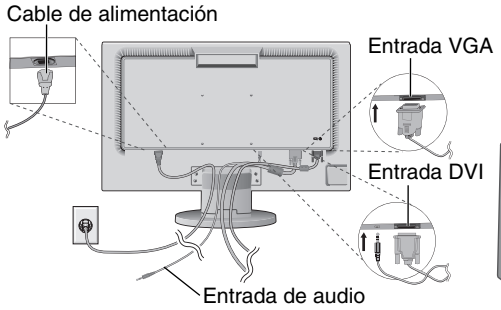
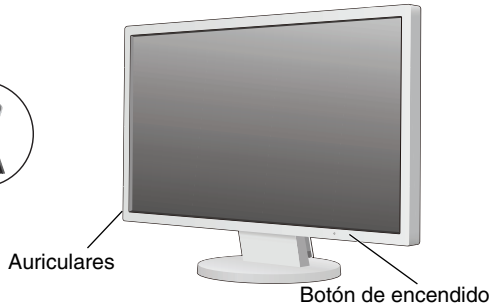

Figura B.1
Figura D.1
3. Conecte el mini D-SUB de 15 clavijas del cable de señal de vídeo y el cable de audio al conector adecuado en la parte posterior del monitor (**figura B.1**). Conecte los auriculares (no incluidos) al conector apropiado de la parte izquierda del monitor (**figura D.1**).
5. Encienda el monitor y el ordenador con el botón de encendido (**figura D.1**).